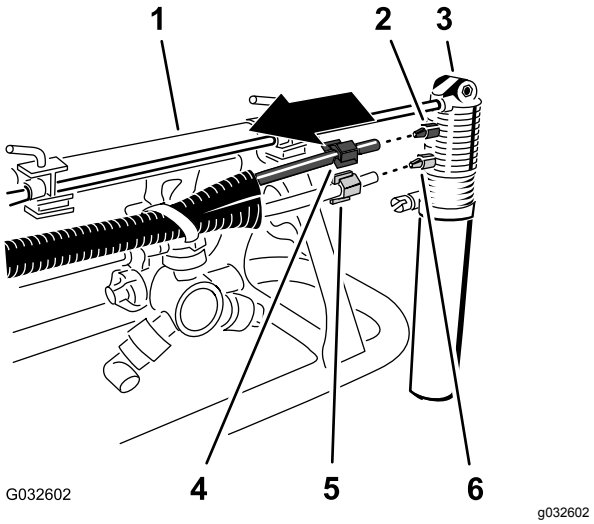

Rysunek 19
2. Przy dyszy znacznika pianowego poluzuj nakrętkę ściskającą mocującą niebieski przewód rurowy (woda) do niebieskiego złącza ściskanego dyszy znacznika pianowego (Rysunek 19).
3. Poluzuj nakrętkę ściskającą mocującą przezroczysty przewód rurowy (powietrze) do białego złącza ściskanego dyszy znacznika pianowego (Rysunek 19).
5. Odkręć nakrętki ściskające na końcach przewodów rurowych (Rysunek 19).